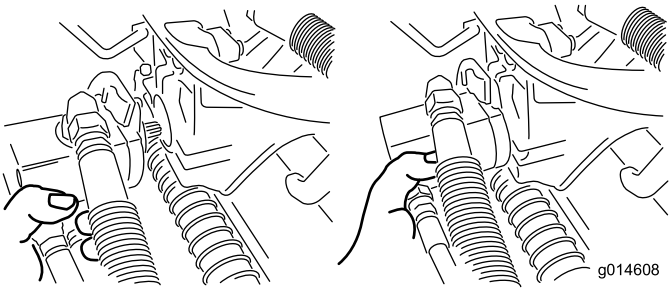

Figur 37
3. Flytta motorn till förvaringsutrymmet framför upphängningsarmen (Figur 37).